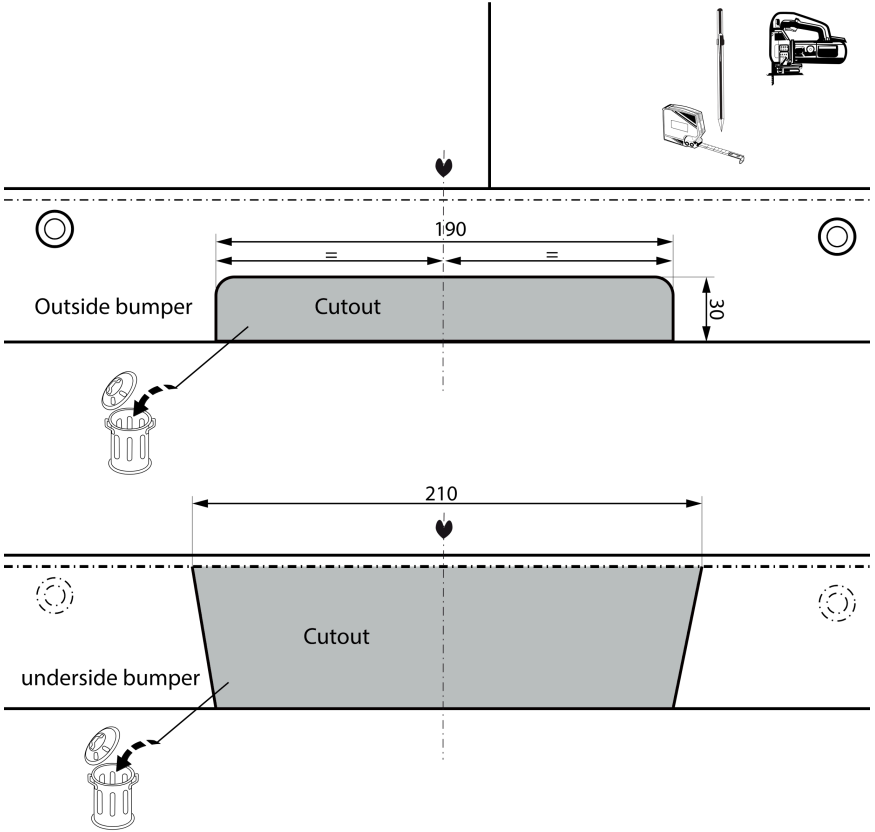

Fig. 4
9. Выпилить обозначенную часть, как указано на рис. 4.